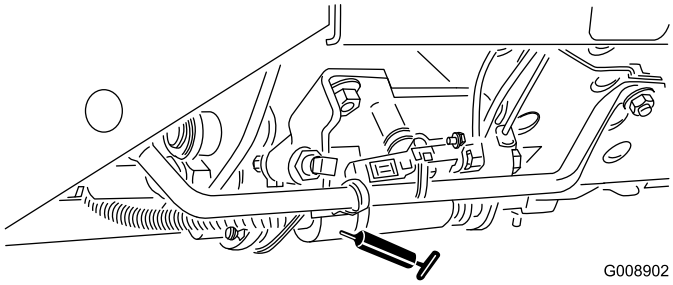

Figur 47
- Skjutreglage för klippning/transport (Figur 47)